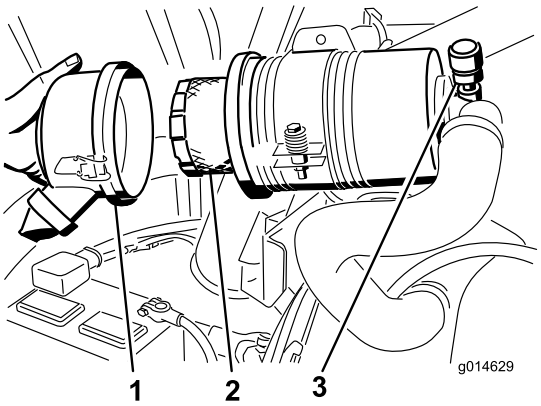

Figur 53
4. Afmonter og udskift filteret (Figur 53).